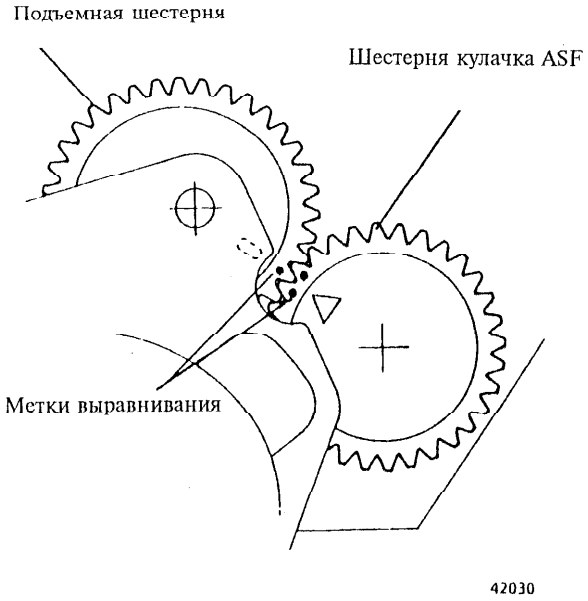

Рис. 3 Установка шестерен
4. (Рис. 3): Выровняйте метки на шестерне кулачка ASF (автоматического податчика листов бумаги) по меткам на подъемной шестерне при повторной установке узла боковой рамы.